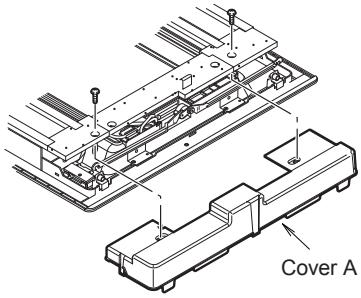

Fig. 3-2-7
(1) Remove the 2 screws. Then remove the cover A from the back of the panel. (Fig. 3-2-7)